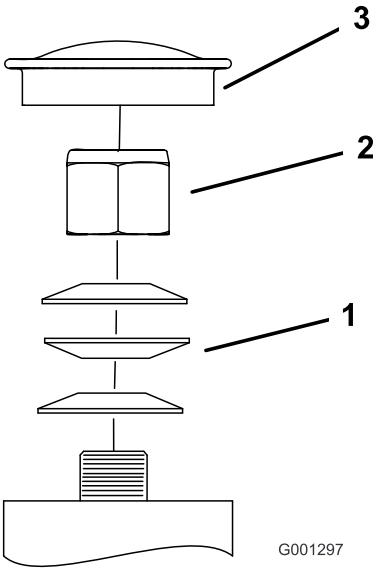

Figure 50
3. Retirez le capuchon antipoussière de la roue pivotante et serrez le contre-écrou jusqu'à ce que les rondelles élastiques soient aplaties, puis desserrez-le de 1/4 de tour pour obtenir la précharge correcte des roulements (Figure 50 et Figure 51).
Important: **Veillez à placer les rondelles élastiques comme illustré à la Figure 50 et la Figure 51.**